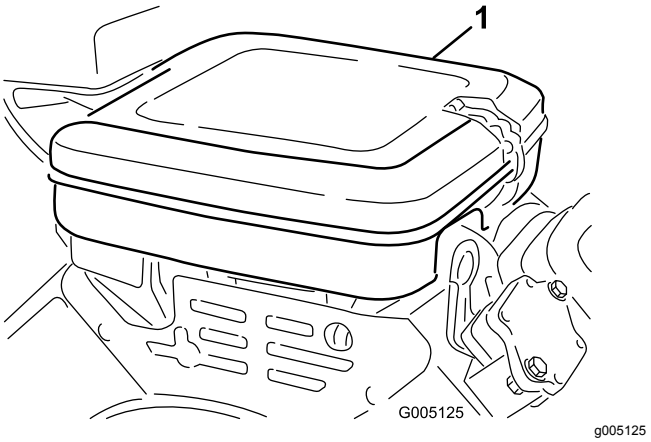

Figur 45
1. Rengør dækslet grundigt (Figur 45).